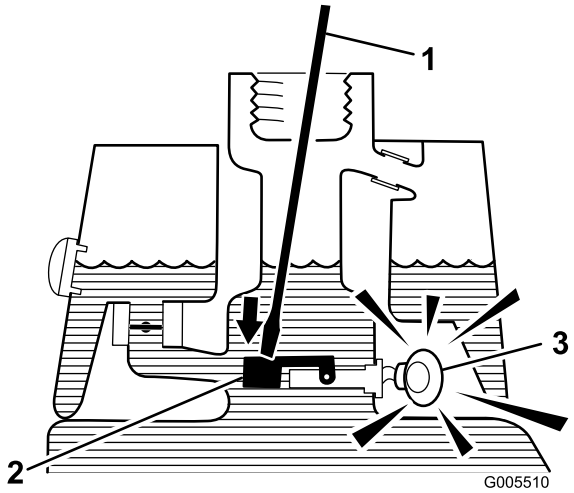

Figuur 28
3. Steek een schone staaf of schroevendraaier in de vulbuis en druk de vlotter voorzichtig naar beneden (Figuur 28). Na één seconde moet het alarm klinken.